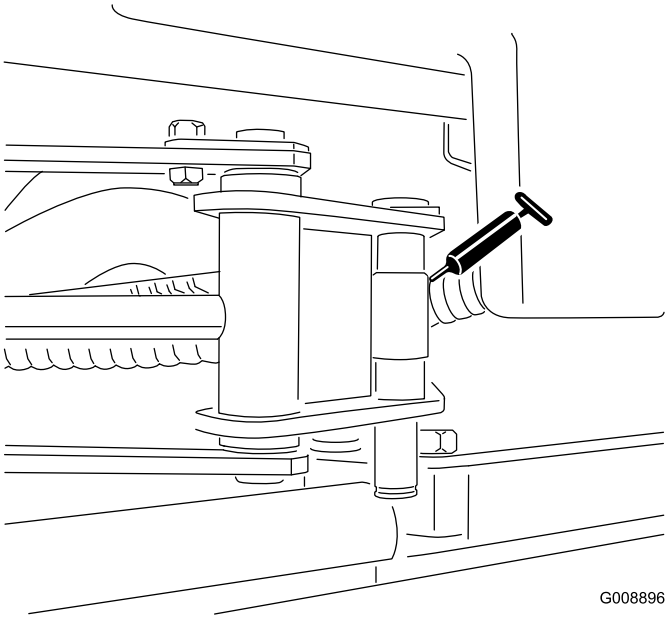

**Figur 33**
- Sidspolens cylinderändar (2) (Figur 33)